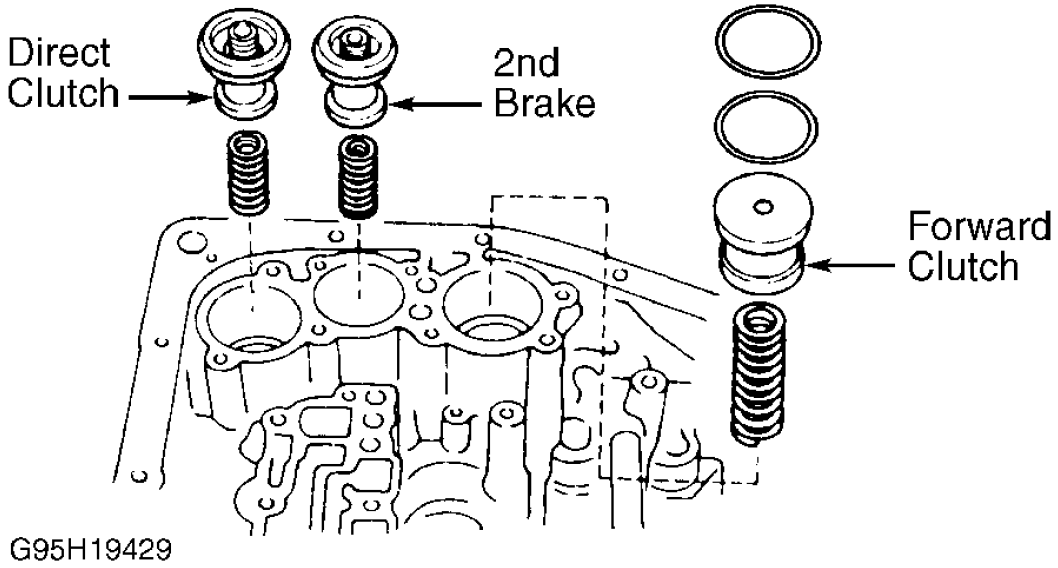

Fig. 10: Exploded View Of Accumulator Piston Assemblies
6. Remove throttle cable and solenoid wiring harness. Remove 2nd brake apply gasket. Loosen accumulator cover bolts in crisscross pattern. Remove cover and gasket. Remove forward clutch accumulator. See **Fig. 10** .